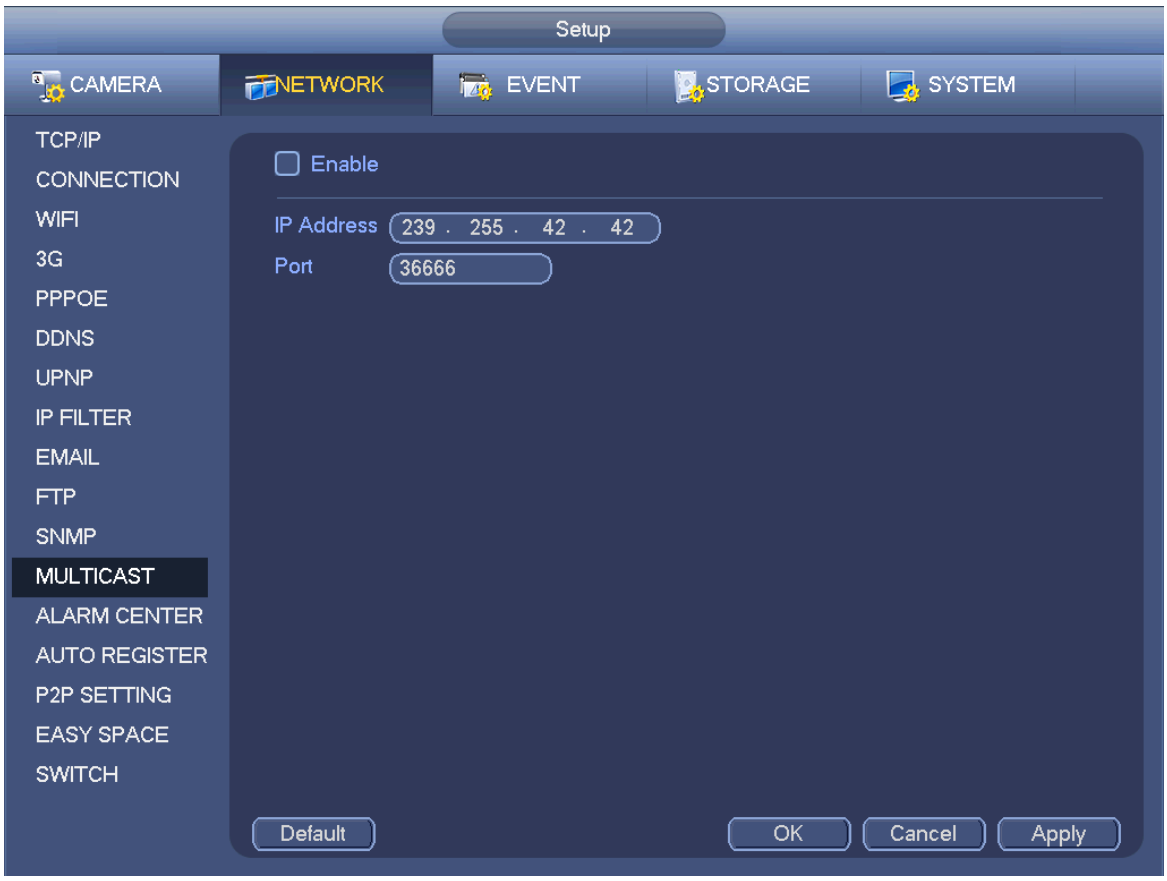

Figure 4-176
3. Tap Device manager button, you can use several modes (P2P/DDNS/IP and etc.) to add the device. Click to save current setup. Tap Start Live preview to view all-channel video from the connected device. See Figure 4-176.